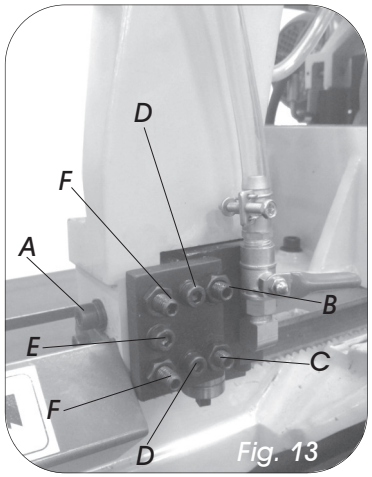

Fig. 13
- Ensure both cap head bolts (Fig.13, D) are tight before any adjustment is made.
- Loosen the nuts on screws (Fig.13, B, C & F) but do not remove.
- If the blade is not level to the right hand side of the blade, then adjust cap head bolt (E) to move the guide block inwards, or screws (F) to move it towards you.
- Once all the adjustments have been made, then tighten cap head bolt (A) back up and tighten all four nuts back up on screws (B, C & F).